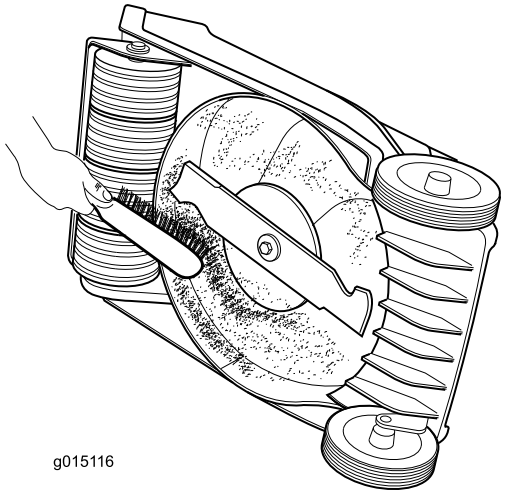

**Bild 16**
- Reinigen Sie die Unterseite des Mähwerkgehäuses. Entfernen Sie die Schmutz- und Schnittgutrückstände mit einem Hartholzschaber bzw. einer Bürste (Bild 16).